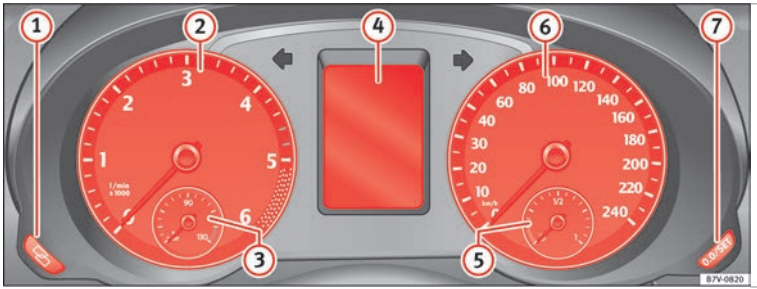

Fig. 34 Instrument panel, on dash panel
Details of the instruments ››› Fig. 34:
– To continue setting, press 0.0 / SET ››› Fig. 34 7. Hold button down to scroll through the numbers quickly.
A variety of information can be viewed on the instrument panel display ››› Fig. 34 4, depending on the vehicle equipment:
The service indication is shown on the dash panel display ››› **Fig. 34** (4).